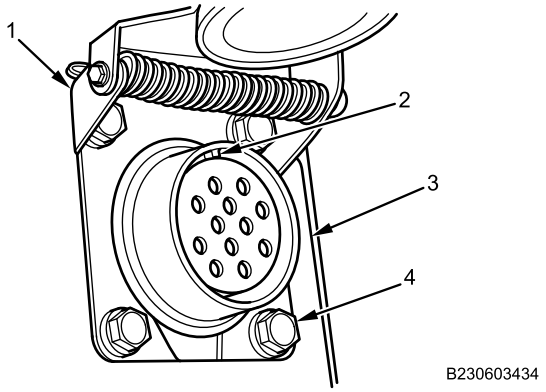

Figure 4. Rear Trailer Hookup Cover.
1. With locating pin (Figure 4, Item 2) positioned at top, install hookup cover (Figure 4, Item 1) on rear cover plate (Figure 4, Item 3) with four bolts (Figure 4, Item 4).